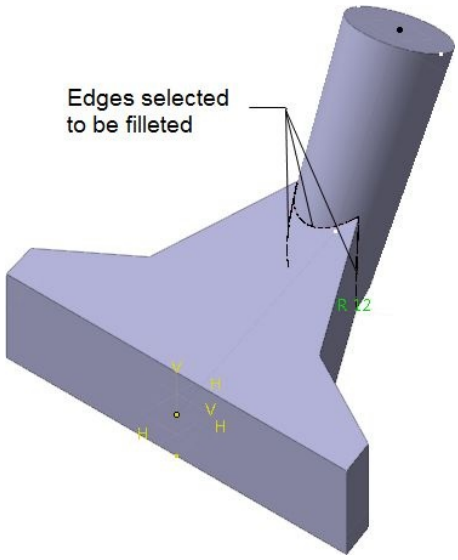

Figure 6-88 *Edges selected to be filleted*
c. Apply fillets to all edges of the model, refer to Figures 6-88 through 6-91.
2. Select the edges, as shown Figure 6-88, and set the value in the **Radius** spinner to **12**. In this figure, the transparency in the model has been changed for better visualization.